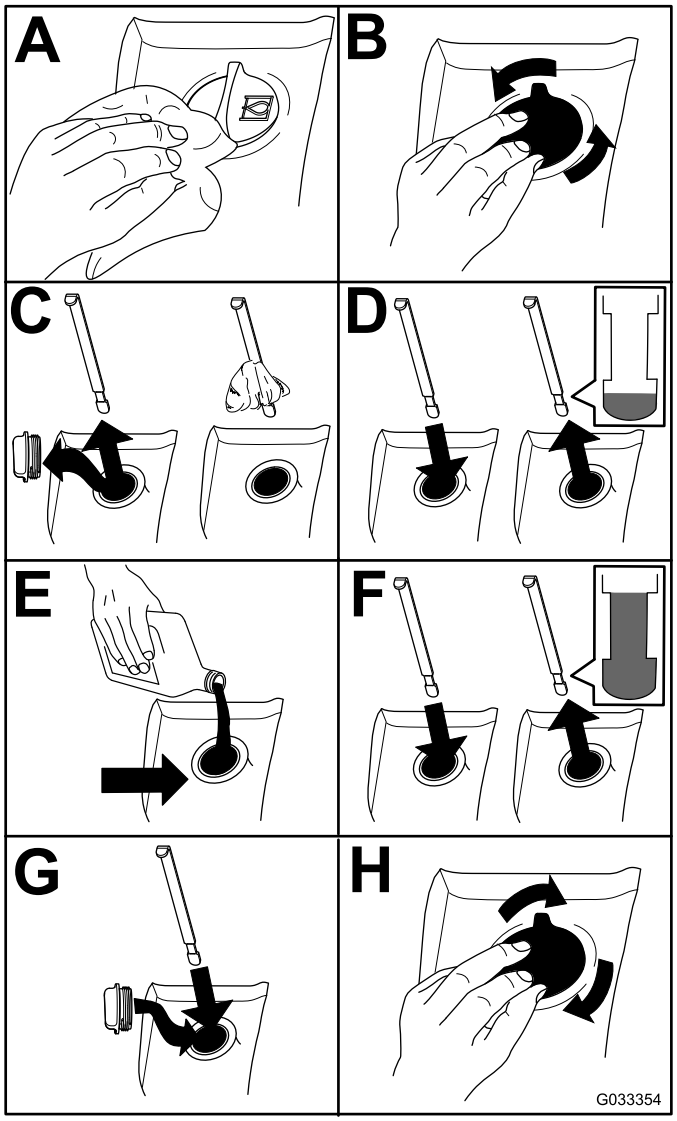

Figur 71
2. Kontroller hydraulikvæskestanden (Figur 71).